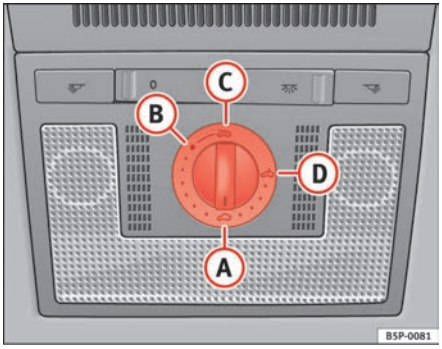

Fig. 70 Roof lining description: rotary sun roof control
– Turn the rotary button to position (A) ⇒ page 108, fig. 70 ⇒ ⚠.